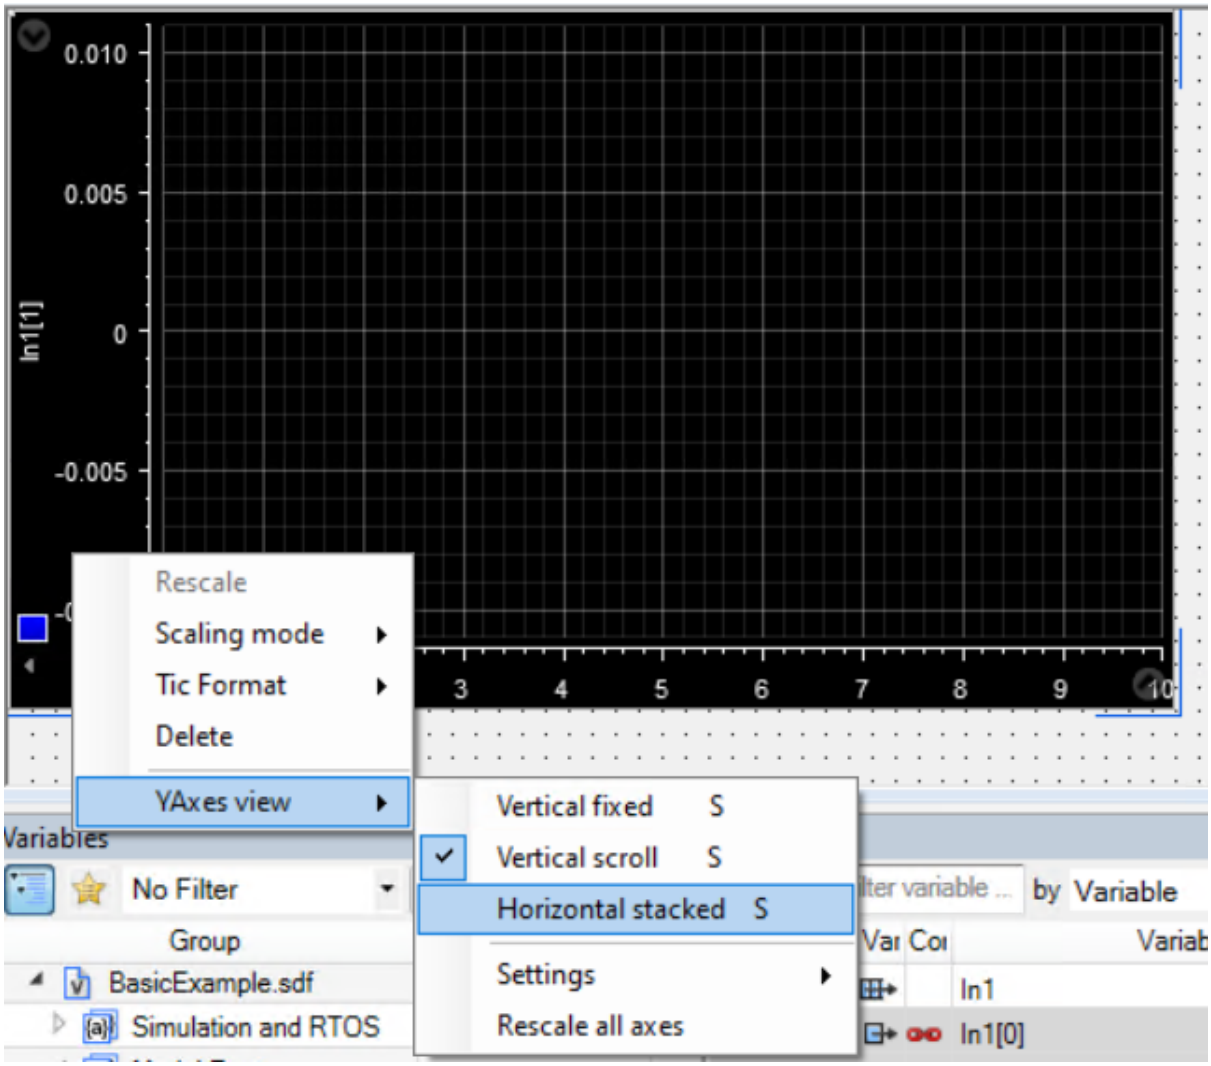

Figure 10.55: Select to show all the signals on the same plot with their own Y-axes
8) To see all the plots concurrently right-click on the left of the Y-axis and select `YAxes-view> Horizontal stacked` (see Figure 10.55).